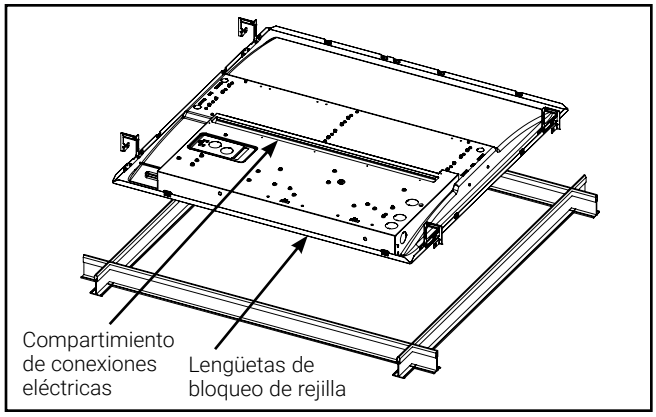

Figura 1. Instalar en el sistema T-Grid de techo
2. Instale el luminario en el sistema de grilla en T del techo. Asegúrese de que el luminario encaje firmemente en la grilla en T (Figura 1).